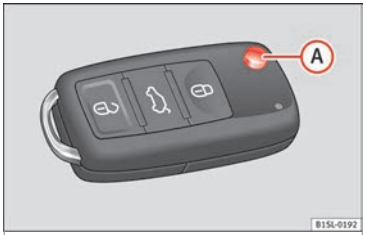

Fig. 27 Remote control key
When the button is pressed ››› Fig. 27 (A), the key shaft is released and unfolds.
- **If the buttons of the vehicle key are pressed ››› Fig. 27 or one of the central locking buttons ››› page 45 is pressed repeatedly in quick succession, the central locking briefly disconnects as protection against overloading. The vehicle is then unlocked. Lock it if necessary.**